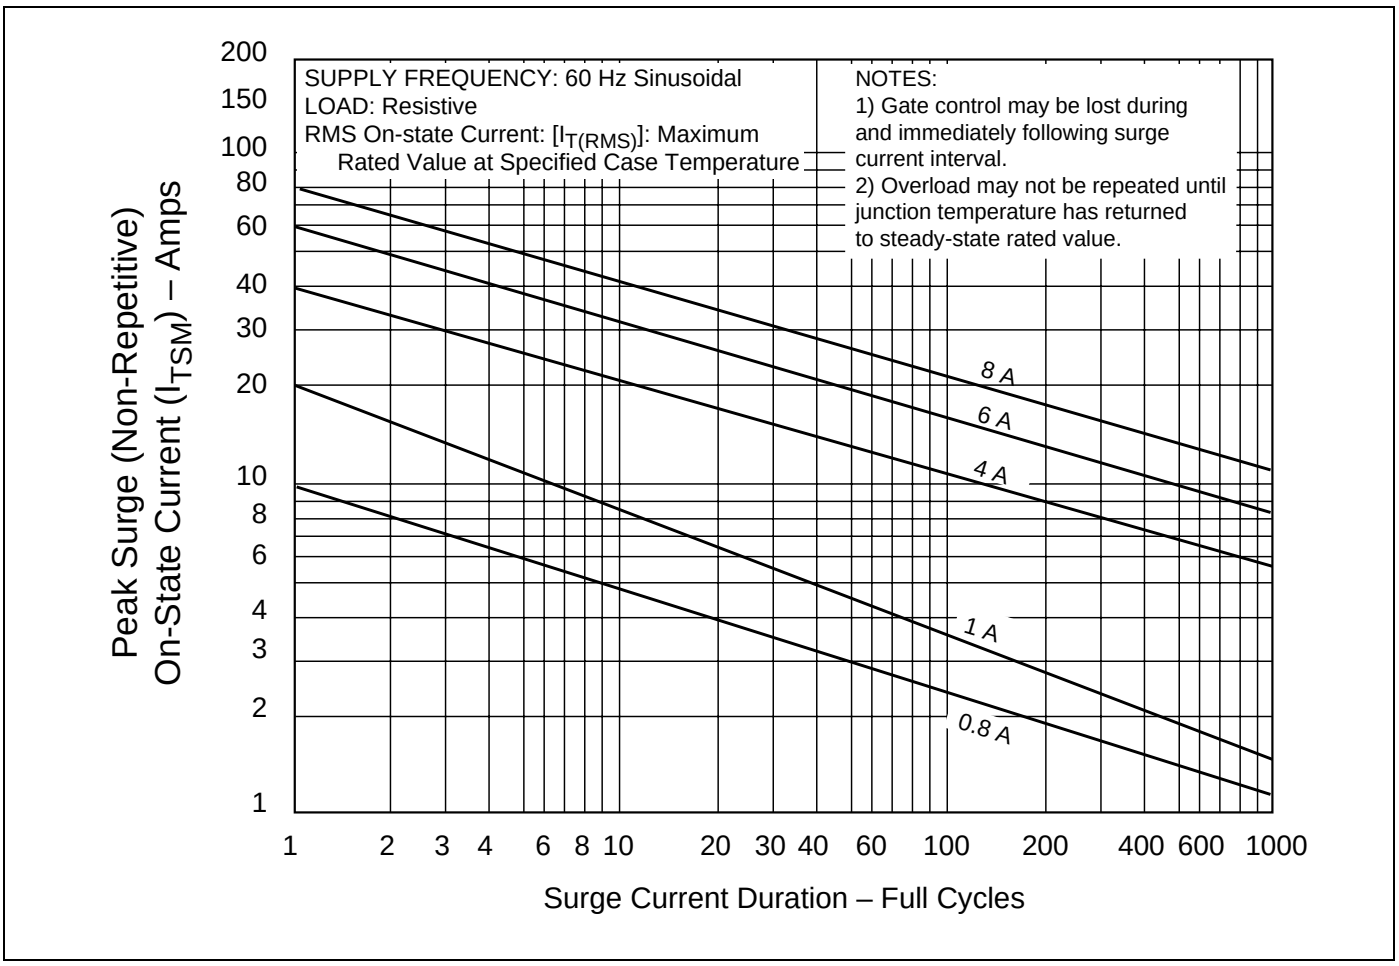

Figure E1.9 Peak Surge Current versus Surge Current Duration
(8) See Figure E1.9 for surge rating and specific duration.